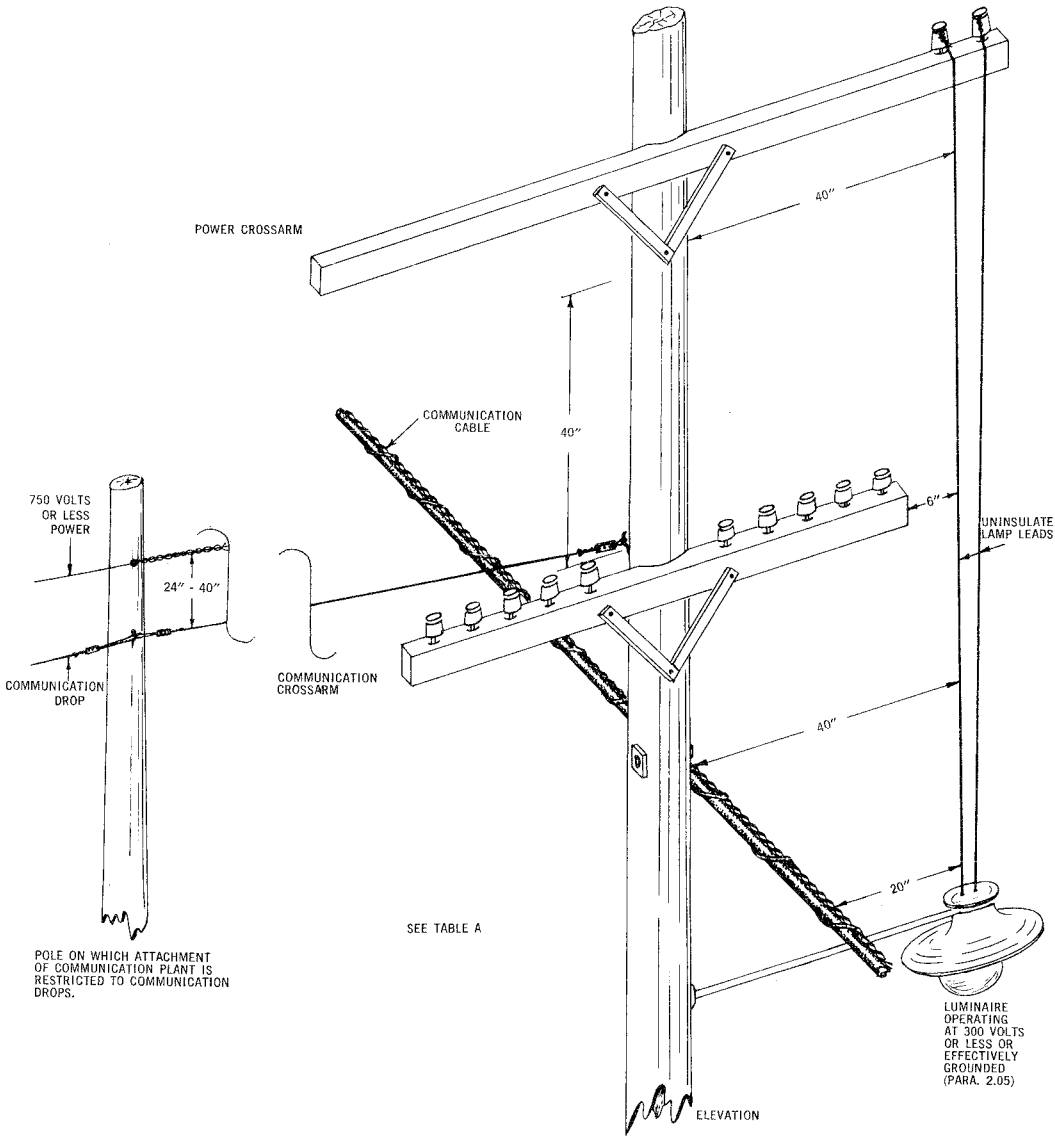

Fig. 4 — Minimum Clearances At Poles
4.03 Vertical runs not attached to the surface of the pole such as lamp leads running directly from a supply crossarm through or within 40 inches vertically from the communication line plant shall be held taut at least 40 inches from the surface of the pole unless insulated. In passing through communication plant, these conductors shall have a minimum clearance of 12 inches beyond the end of the communication crossarm, 6 inches from communication drop wire and 20 inches from communication cable unless provided with insulation for the voltage and type of service concerned. (Fig. 4).